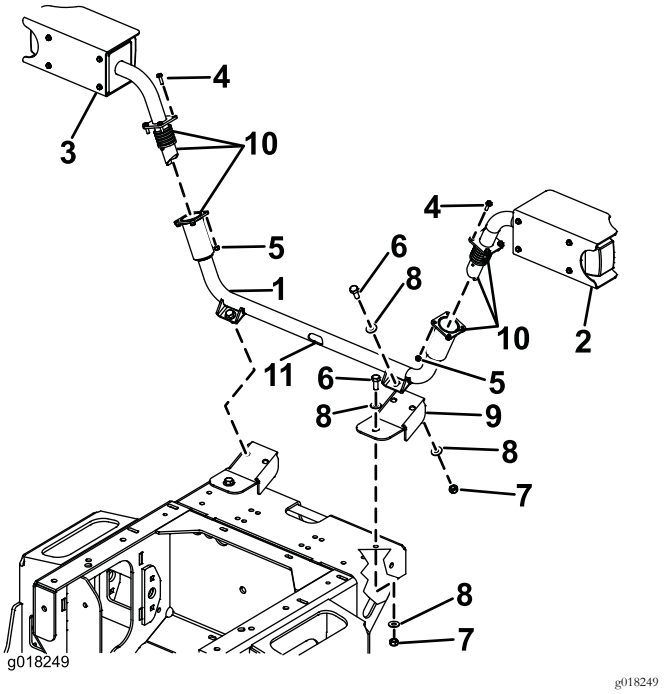

Figur 13
Frontlysenhetene festes til midtre frontlysfeste som festes til maskinen ved hjelp av to monteringsbraketter (Figur 13):
1. Monter de to monteringsbrakettene på fronten av maskinen ved hjelp av to bolter (M10 x 25 mm), fire skiver (3/8 tomme) og to låsemuttere (M10), som vist i Figur 13.
2. Monter midtre frontlysfeste til monteringsbrakettene ved hjelp av to bolter (M10 x 25 mm), fire skiver (3/8 tomme) og to låsemuttere (M10), som vist i Figur 13.
3. Påfør Anti-Seize-smøremiddel slik at det fullstendig dekker de innvendige veggene på rørendene og alle overflatene på fjærer og rørendeprofiler (Figur 13).
4. Mens du holder høyre frontlysfeste, før ledningskabelen ned gjennom enderøret og ut utskjæringen i det frontlysfestet (Figur 13).
5. Fest høyre frontlysenhet til midtre frontlysfeste ved hjelp av fire bolter (M6 x 20 mm) og fire låsemuttere (M6), som vist i Figur 13.